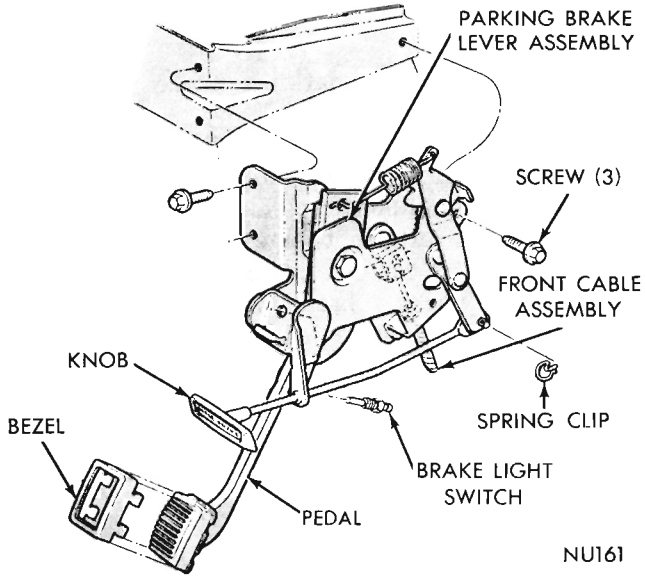

Fig. 3—Parking Brake Pedal (Plymouth)
Should it become necessary to remove the parking brake cable (rear) for installation of a new cable, see (Fig. 3) Service Brakes.
(1) With vehicle jacked up or on a suitable hoist, remove rear wheels.
(2) Disconnect brake cable from equalizer.
(3) Remove retaining clip from brake cable bracket.
(4) Remove brake drum from rear axle.
(5) Remove brake shoe return springs.
(6) Remove brake shoe retaining springs.
(7) Remove brake shoe strut and spring from brake support and disconnect brake cable from operating arm.
(8) Compress retainers on end of brake cable housing and remove cable from support. (Fig. 3) Service Brakes.
(2) Disengage cable from guide clip.
(3) Using a screw driver force cable housing and attaching clip out of body crossmember.
(4) Fold back left front edge of floor mat and remove rubber cable cover from floor pan.
(5) **Depress** parking brake pedal and work brake cable up and out of brake pedal linkage, (Figs. 3 or 4).
(6) Using a screw driver force upper end of cable housing and clip down out of pedal assembly bracket.
(7) Remove cable to floor pan clip and work cable and housing assembly up through floor pan.